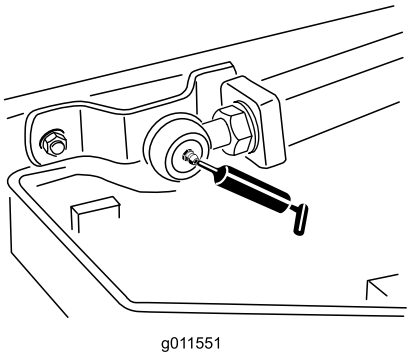

Figur 41
- Lyftarmarnas kulleder (2) (Figur 41)